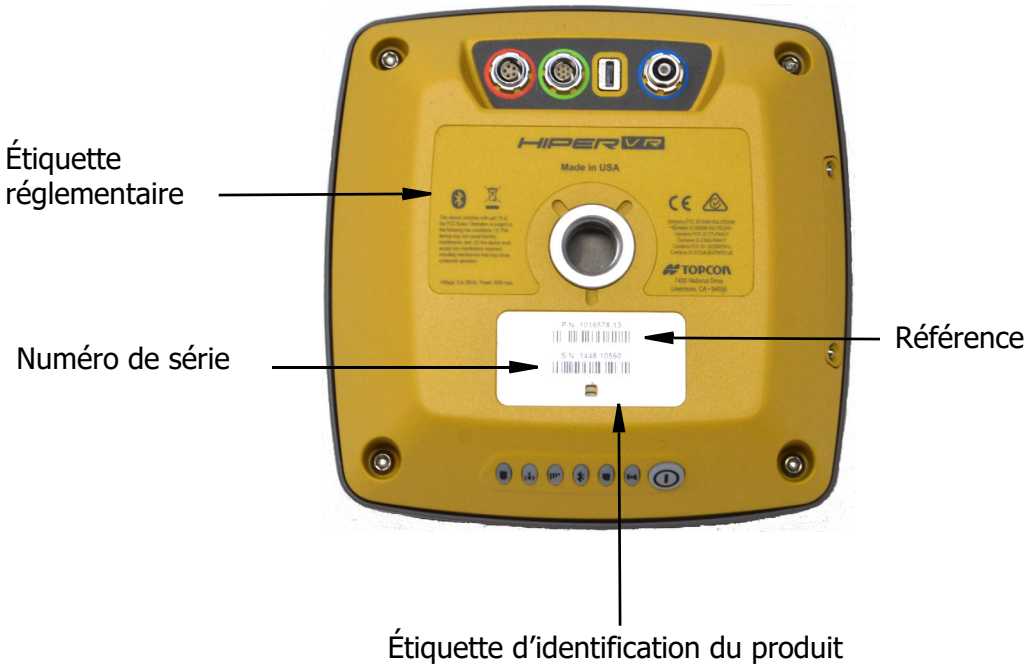

Figure 2-5: Aperçu du boîtier inférieur avec les étiquettes réglementaire et d'identification du produit
Les étiquettes réglementaires et d'identification du produit sont collées sur la partie inférieure du boîtier du récepteur. L'étiquette d'identification du produit contient le numéro de série (NS) et la référence (Réf.) (Figure 2-5) du récepteur.